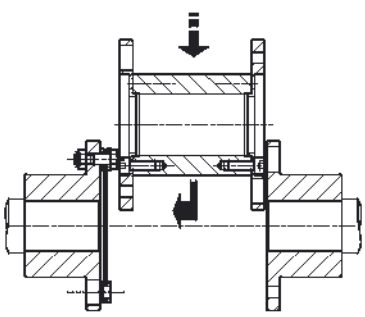

РИС. 3
4.1.5 Установите проставку (4) между втулками и соедините ее с уже собранным пакетом дисков (3) с помощью винтов (2) и гаек (5) в направлении, показанном на рис. 3 (в случае длинной проставки необходимо поддерживать ее в заданном положении от начала до конца сборки). Затяните до значения крутящего момента T, указанного в таблице, удерживая винты и поворачивая гайки.